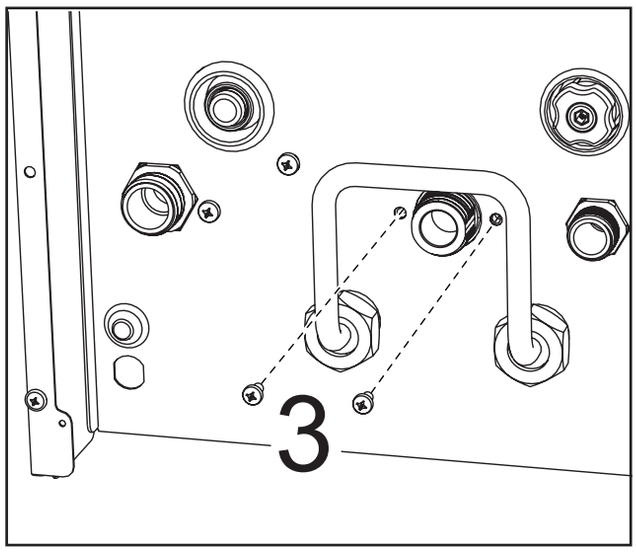

Рис. 45
- Открутите винты **«3»** (рис. 45).